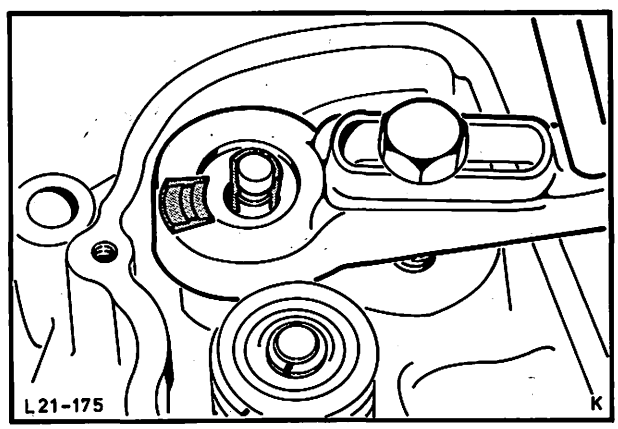

Abb. 253 Ventilkeile ausbauen, „C"-Motor
5. Ventilfeder mit Spezialwerkzeug 21-056 herunterdrücken, Ventilfederkeile, Abb. 253, entnehmen und Ventilfeder entspannen. Ventilfederteller mit Ventilfeder entfernen. Ölabschirmring ausbauen.